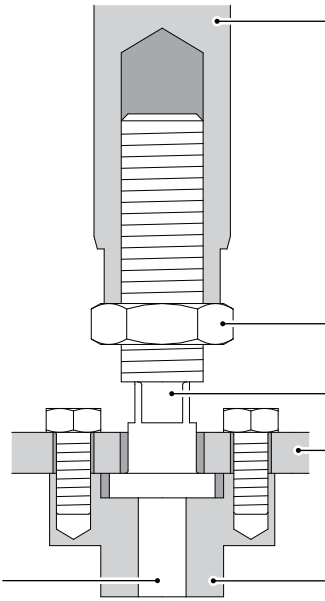

Fig. 6 Assembly of actuator adaptor, valve adaptor and connectors
- Loosen and remove the M5 screws (**26**), see Figure 6) and remove the valve adaptor (**11**).
To adjust the set point refer to Figure 6 and proceed as follows:
- With the valve plug remaining on its seat adjust the valve adaptor (**11**) until it presses tightly against the setting screw (**10**). See Figure 6 for correct installation.